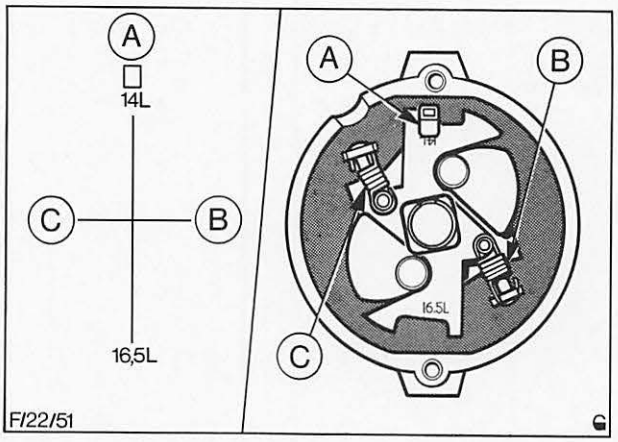

Abb. 51 Lage der Nocken-Verstellerplatte-Einheit
7. Zeichnung (siehe Beispiel, Abb. 51) von der Lage des Nocken- und Fliehkraftverstellers zum Anschlag anfertigen. (Außen in die Verstellerplatte sind zwei verschiedene Zahlen eingeschlagen.) Auch die Lage der beiden Rückstellfedern aufzeichnen (die Rückstellfedern haben verschiedene Größen).
Abb. 51 zeigt eines der möglichen Beispiele. Die in die Verstellerplatte eingeschlagenen Zahlen sind von Typ zu Typ des Verstellers verschieden. Außerdem ist es möglich, daß die Rückstellfedern andersherum montiert sind.